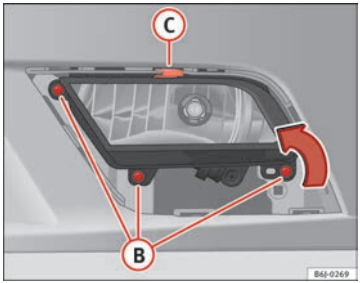

Fig. 162 Front fog light
– Remove the bolts (3x) ⇒ Fig. 162 (B) to remove the fog light.
– Remove the metal clip situated on the upper part of the fog light pulling towards the exterior of the vehicle ⇒ Fig. 162 (C). ■